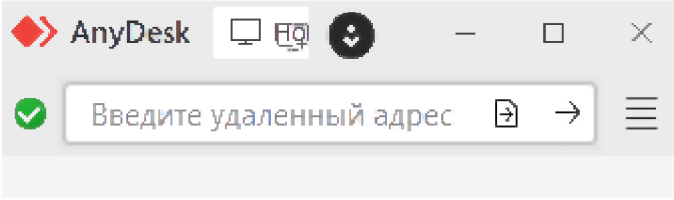
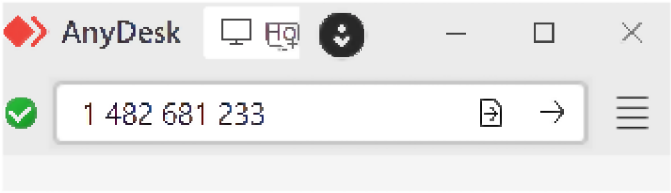

Рисунок 1
Рисунок 2
2.3 Свяжитесь со специалистом ООО «СПбЭК-Майнинг», получите код удаленного компьютера. Ведите код в поле связи (Рисунок 1, Рисунок 2).